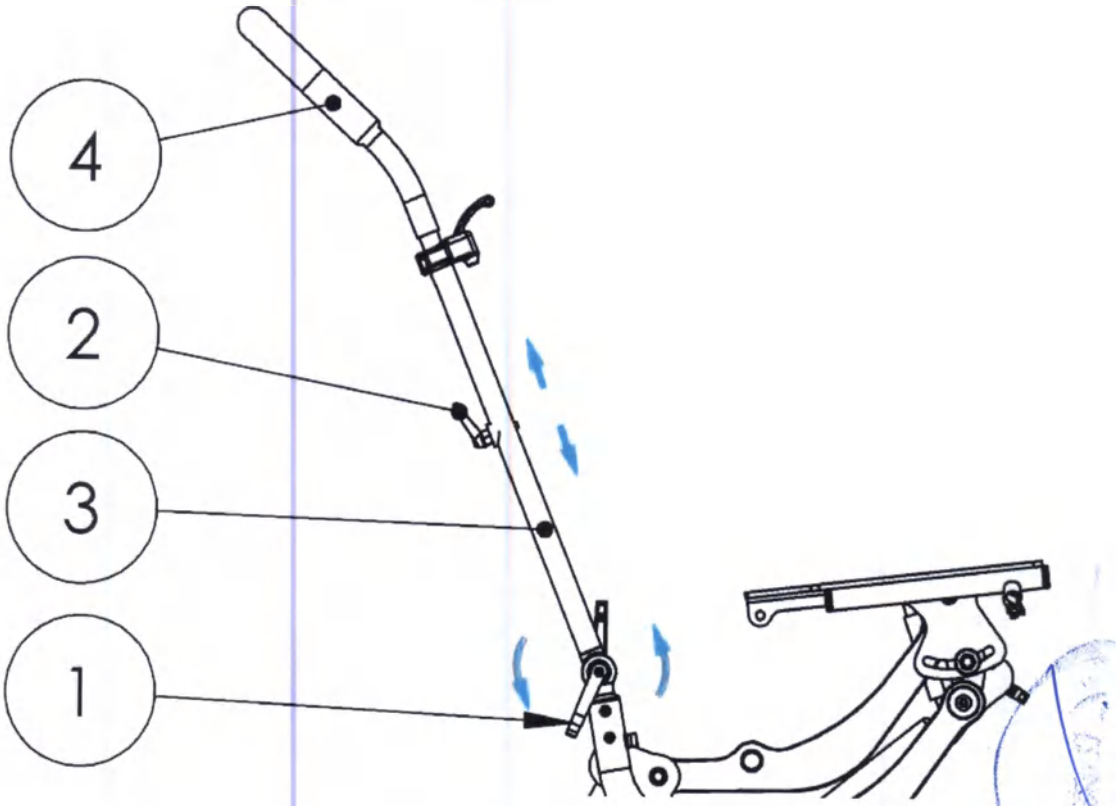

Рис. 16
7.2.3 Регулировка ручки *Рис. 16*